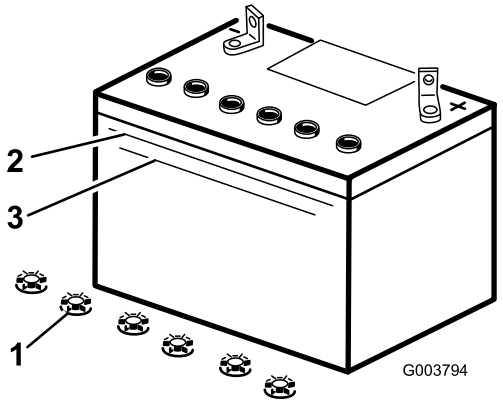

Figuur 37
3. Kijk aan de zijkant van de accu. Het zuurpeil moet tot aan de bovenste streep staan (Figuur 37). Het peil mag niet niet onder de onderste streep komen (Figuur 37).
3. Verwijder de vuldoppen van de accu (Figuur 37).
4. Giet langzaam gedistilleerd water in elke cel van de accu totdat het zuurpeil de Bovenste streep (Figuur 37) op de accubehuizing bereikt.
het zuurpeil de Bovenste streep (Figuur 37) op de accubehuizing bereikt.